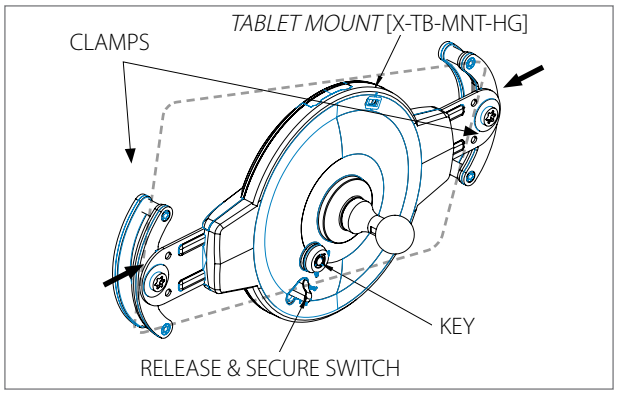

Figure 1
1. Unlock the tablet holder clamps by rotating the key and releasing the lever on back. Place the tablet diagonally between the two clamps so that they hold the corners of the tablet. Squeeze towards the inside to hold then secure by pressing the switch to "SECURE" side and lock the holder with KEY provided in the hardware kit. **(Figure 1)**